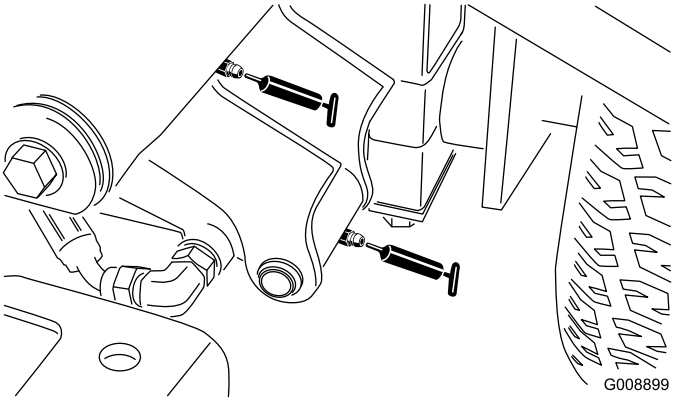

Figur 34
- Främre vänster lyftarmstapp och lyftcylinder (2) (Figur 34)